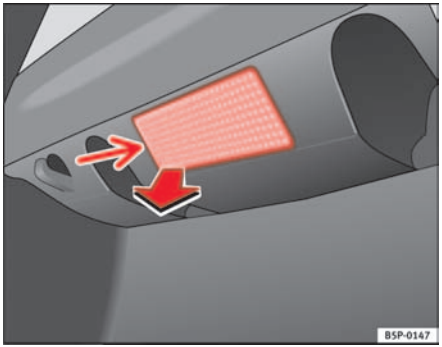

Fig. 187 Luggage compartment light
- Extract the tulip shaped fitting by pressing on the inside edge of this-arrow- using the flat side of a screwdriver ⇒ fig. 187. ▶